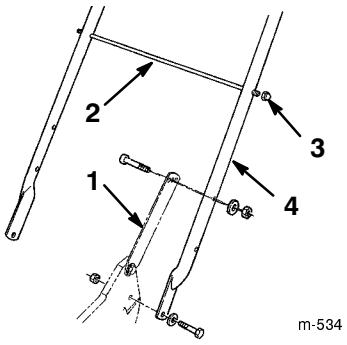

Figure 2
2. Secure the handle latches to the handle with two 5/16–18 x 1-1/2 in. (8 mm x 38 mm) cap screws, washers, and nylon insert locknuts (Fig. 2). Position the locknuts and the washers on the inside of the handle.
3. Slide the bag support rod through the **top** mounting holes in the handle and secure each end with a cap locknut (Fig. 2).